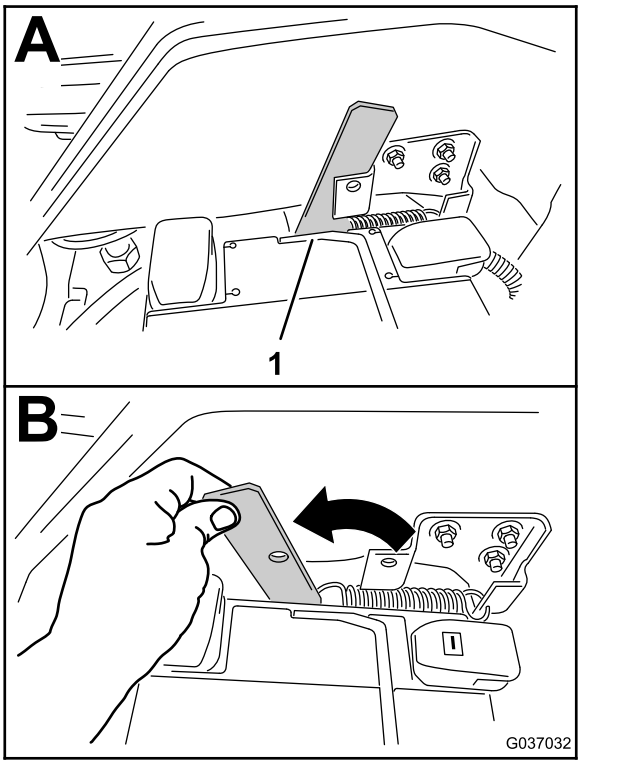

Figur 3
3. Flyt håndtaget fremad for at udløse platformen fra maskinens chassis (Figur 3).